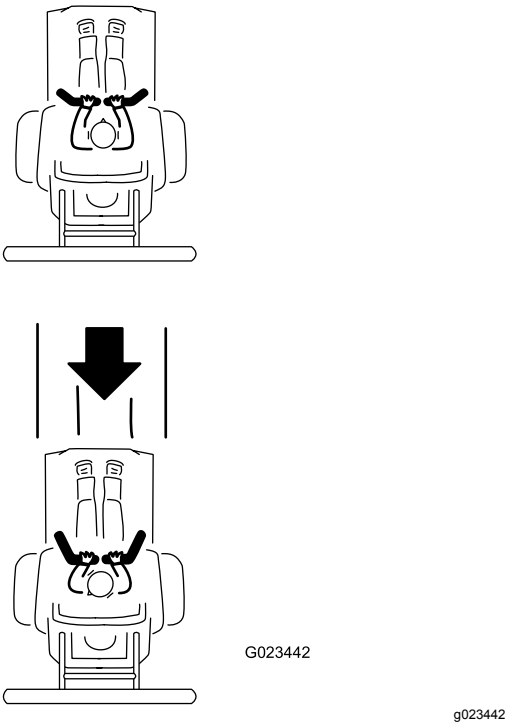

**Рисунок 25**
3. Для движения назад смотрите сзади себя и медленно потяните рукоятки управления назад (Рисунок 25).